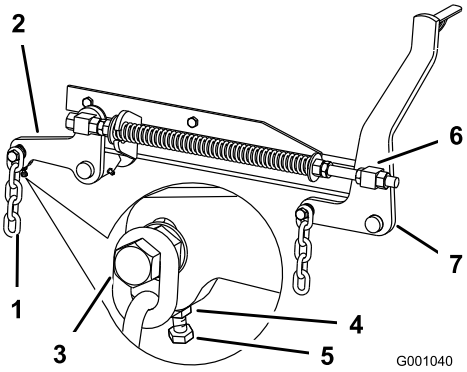

Figuur 68
7. Als de afstanden bij punten **B** of **C** niet correct zijn, maakt u de bout los waarmee de achterste ketting is bevestigd aan de achterste steunarm (Figuur 68).
8. Maak de contramoer onder de achterste steunarm los en draai aan de stelbout totdat de afstand 79-83 mm bedraagt (Figuur 68).
7. Draai de contramoeren op de voorkant van de rechter- en linkerwartel ongeveer 13 mm (Figuur 68) los.
8. Draai aan de drukmoeren op de linker- en rechterzijde van de machine totdat de voorkant van het maaimes bij 6 tot 10 mm lager staat bij **A** dan de voorkant bij **B** (Figuur 68).